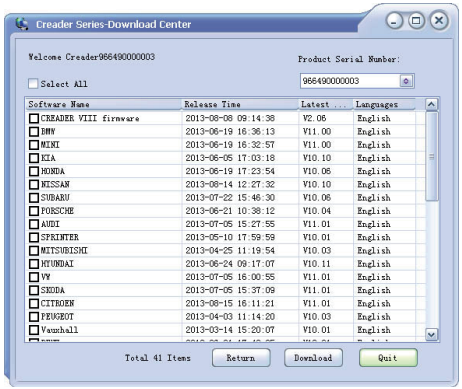
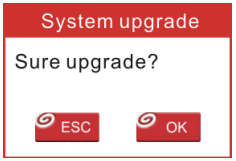

Figure 6
Figure 7
7. The **Register Code** shown in Figure 6 is the **Register Code** needed in step 3.
9. Reopen the update tool, select the updates you would like to perform or click “Select All”, and then click **Download** to start downloading. See Figure 6.
10. Once all steps are complete, reinsert the memory card into the tool and power the tool via USB cable or via diagnostic cable (one end to DB-15 connector of the tool and the other end on the vehicle’s DLC). A dialog box (Note: If only diagnostic software is updated and no firmware packages are downloaded in Figure 6, this box will not appear) prompting you to upgrade will pop up on the screen (See Figure 7), select OK to proceed.